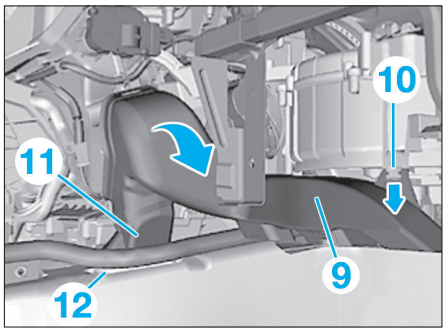
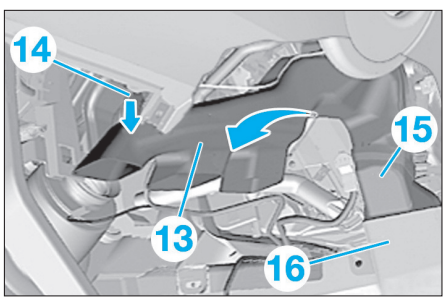

Fig. 18
Fig. 19
• Extraire le conduit de chauffage de plancher côté droit (9) dans la zone (10) dans le sens de la flèche **(Fig.18)**.
• Extraire le conduit de chauffage de plancher côté droit (10) avec la pièce intermédiaire (11) au niveau du bloc de chauffage/climatisation et le retirer dans le sens de la flèche du conduit de chauffage de plancher côté droit (12).
• Extraire le conduit de chauffage de plancher côté gauche (13) dans la zone (14) dans le sens de la flèche **(Fig.19)**.